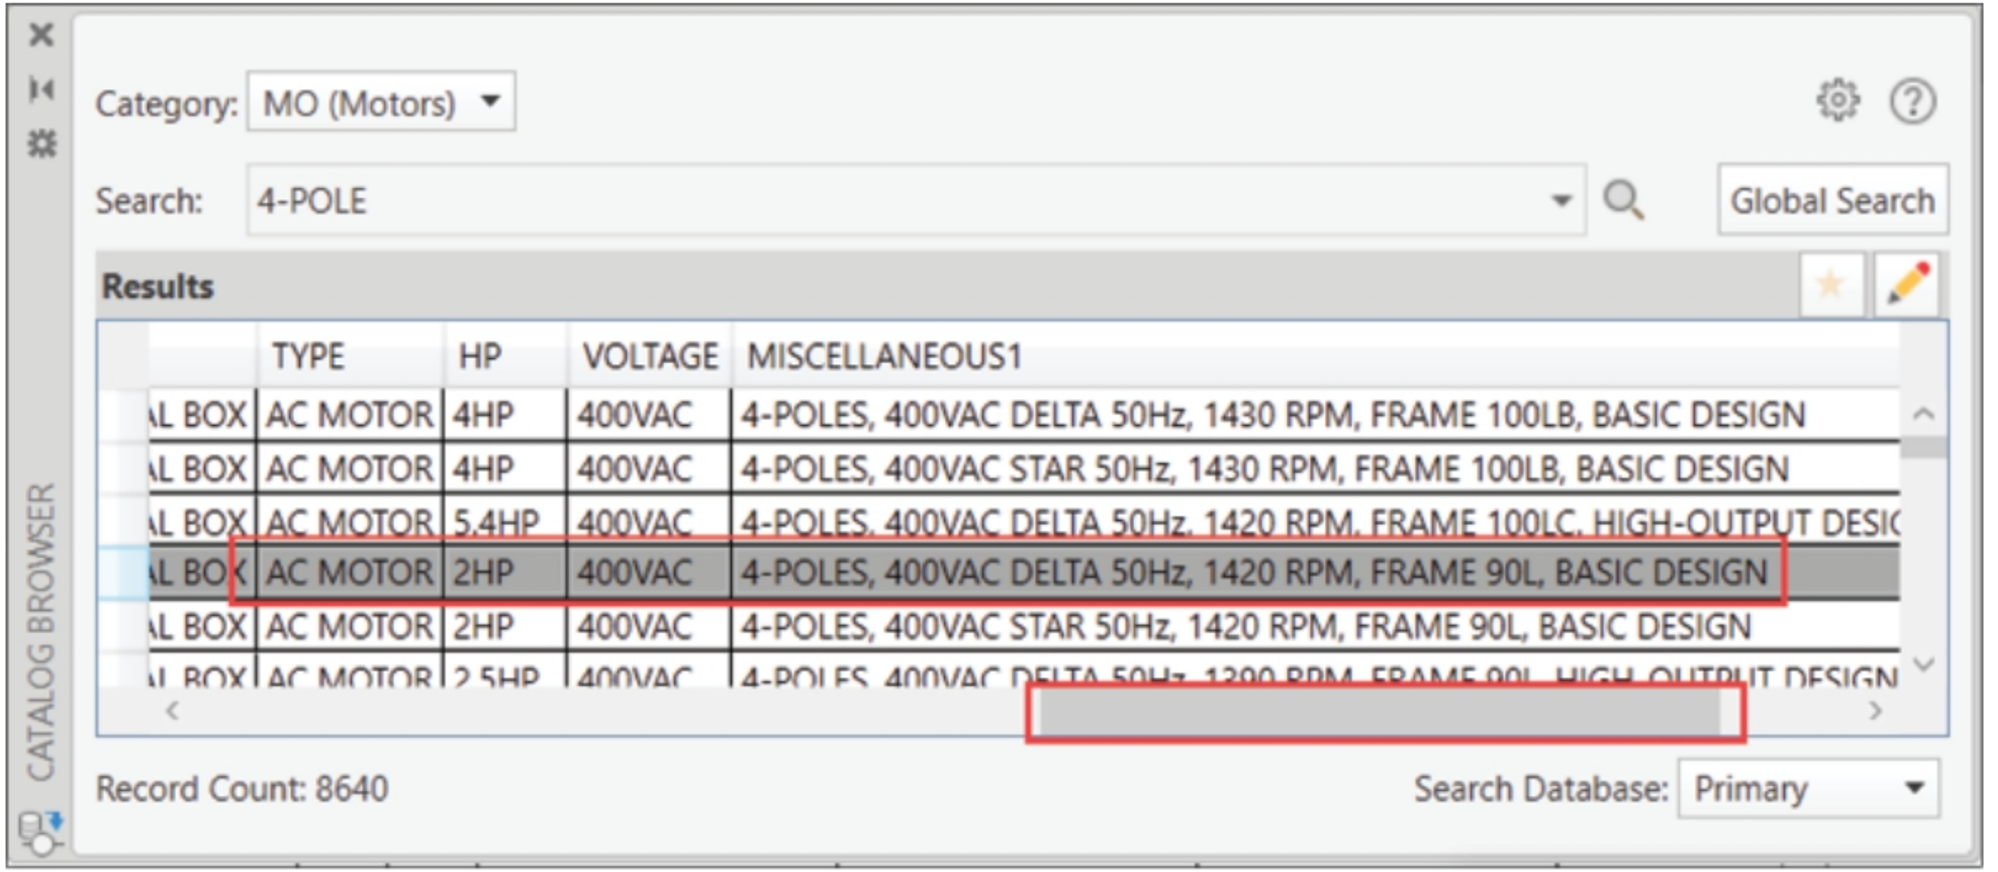

Figure-66. Catalog Browser with list of motors
- Click on the **Search** button. The list of motors in the catalog will be displayed as shown in Figure-66.